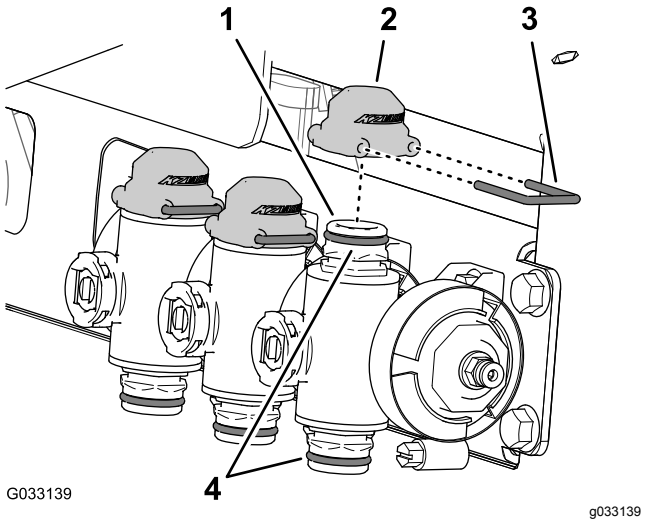

Figur 58
3. Smörj de övre och nedre O-ringarna på snabbkopplingen på grenrörsventilen med det smörjmedel som medföljer snabbkopplingslocket (Figur 58).
4. Montera de tre locken för snabbkopplingarna på de tre snabbkopplingarna för grenrörsventilerna (Figur 58).
5. Fäst de tre locken på de tre snabbkopplingarna med de tre hållarna (Figur 58).